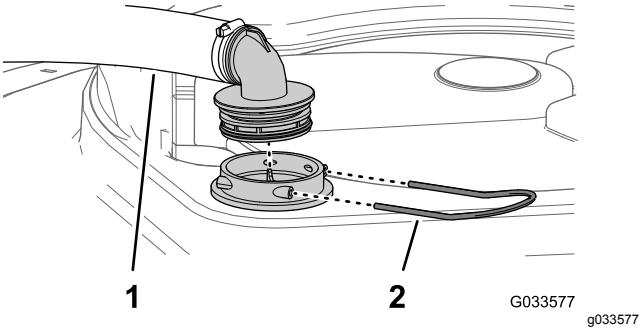

Figur 53
2. Fjern holderen som fester slangekoblingen som er festet til den store slangen fra filterhuset øverst på tanken (Figur 53).
3. Fjern slangen og slangekoblingen fra filterhuset (Figur 53).